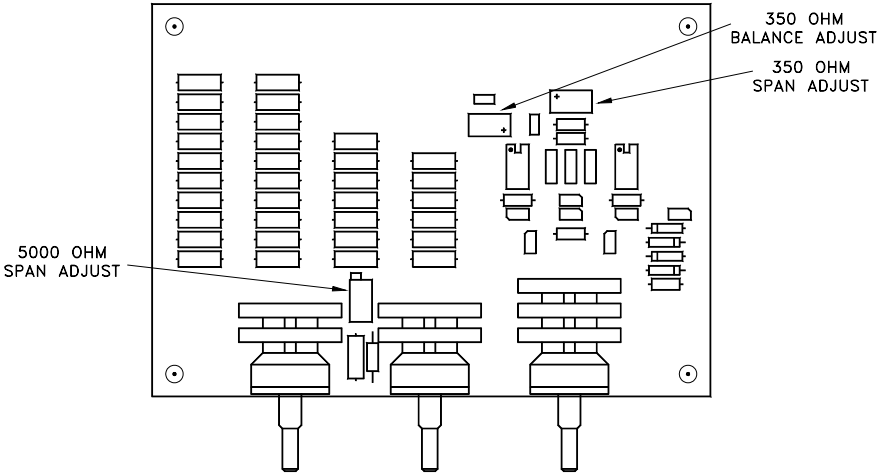

Figure 1-3: Internal Arrangement
6. Locate the “5000 Ohm Span Adjust” potentiometer on the circuit board (see Figure 1-3:“Internal Arrangement” on page 10). Adjust it so that the voltmeter reads as close to 10 mV/V as possible.
9. Locate the “350 Ohm Balance Adjust” potentiometer on the circuit board (see Figure 1-3:“Internal Arrangement” on page 10). Adjust it so that the voltmeter reads 0 µV to within ±2 µV.
12. Locate the “350 Ohm Span Adjust” potentiometer on the circuit board (see Figure 1-3:“Internal Arrangement” on page 10). Adjust it so that the voltmeter reads as close to 10 mV/V as possible.